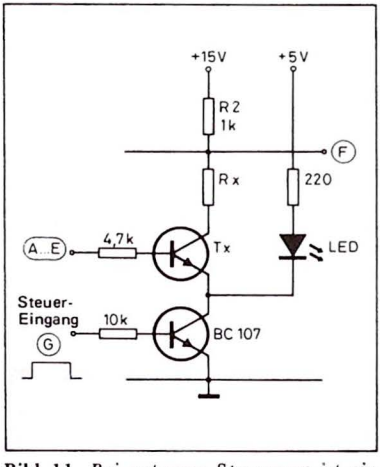
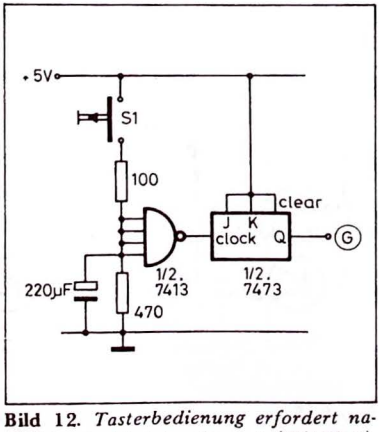

Bild 11. *Bei externer Steuerung ist ein weiterer Transistor erforderlich.*
Bild 12. *Tasterbedienung erfordert natürlich ein Speicherelement (FlipFlop).*
Bild 11 zeigt ein Beispiel für externe Steuerung, die hier mit einer positiven Gleichspannung geschieht. Der Emitter von Tx liegt nicht mehr unmittelbar an Masse, sondern über die Kollektor/Emitterstrecke eines weiteren Transistors. Fehlt das externe Steuersignal (G), so ist der zusätzliche Transistor gesperrt, so daß ebenfalls Tx nicht leitet; diese Stufe ist nicht aktiv. Bei positivem Signal „G" wird der untere Transistor aufgesteuert. Die LED leutet als Zeichen dafür, daß der Kanal aktiviert ist. Auch Transistor Tx kann nun leiten, wenn er im Verlauf des Zyklus sein Steuersignal vom Dekoder erhält. Der Spannungsteiler wird somit zum betreffenden Zeitpunkt aktiv, die Ausgangsspannung des Senders verringert sich von 15 V auf einen bestimmten vom Spannungsteiler vorgegebenen Wert.
Bild 12 zeigt eine Variante, bei der die Steuerfunktion mit einem Taster ausgelöst wird. Die Hälfte eines IC 7413 dient hier zum Unterdrücken von Kontaktprellen; die Schaltung ist relativ ungebräuchlich, aber sehr funktionssicher. Das nachgeschaltete FlipFlop vom Typ 7473 wird beim Betätigen des Tasters gesetzt; sein Ausgang steuert über Punkt G (Bild 11) den Spannungsteiler. Zum Ausschalten des Empfängers wird wieder der Taster betätigt. Die Beispiele zeigen, daß es zahlreiche Möglichkeiten zum Erzeugen der Steuersignale gibt. Auch der „P.E.-Commander" ist nur eine von vielen denkbaren Ausführungen. Deshalb ist es nicht besonders zweckmäßig, für die Senderseite des Gerätes einen Print auszugeben. Für die Empfängerseite dagegen ist ein Print sinnvoll, da alle Empfänger gleich aufgebaut sind. Die Schaltungsbeschreibung folgt in der nächsten Ausgabe.